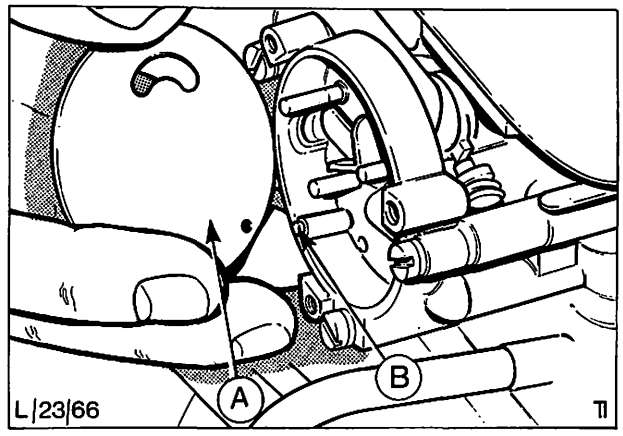

Abb. 136 Anbringen der Abschirmscheibe
17. Abschirmscheibe ansetzen, dabei Bohrung der Scheibe über den Führungsstift am Startautomatik-Gehäuse aufsetzen, Abb. 136.